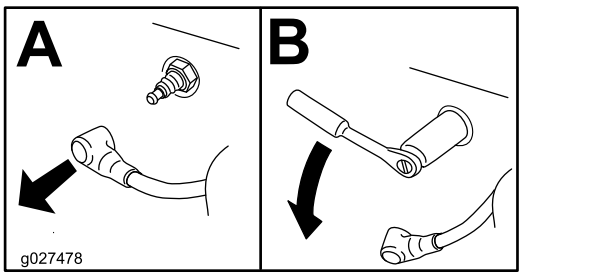

Rysunek 26
4. Wymontuj świece zapłonowe zgodnie z Rysunek 26.